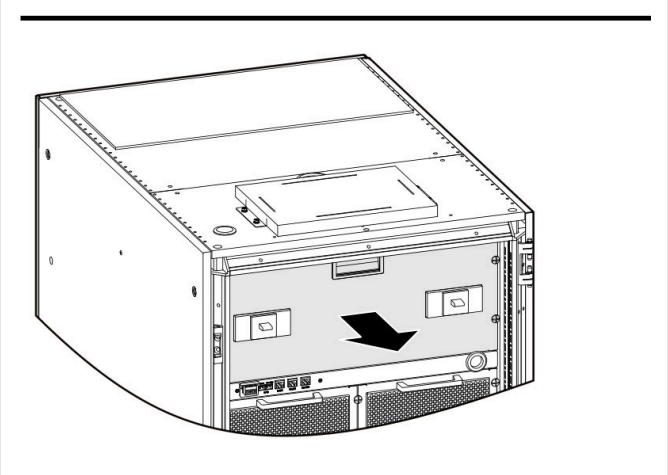

FIGURA 3-24 Rimozione della piastra superiore (piastra di cablaggio), porta aperta
1. Aprite la porta anteriore e togliete la piastra superiore (piastra di cablaggio) (Figura 3-24).